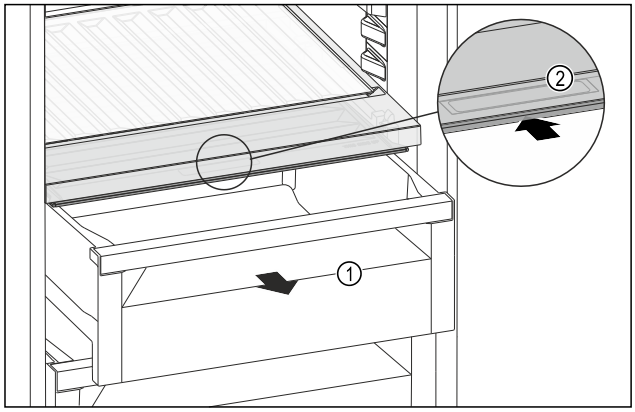

Fig. 238
▶ Pull out the drawer *Fig. 238 (1)*.
▶ Grasp the recessed grip *Fig. 238 (2)* on the compartment lid and push the compartment lid backwards at the same time.